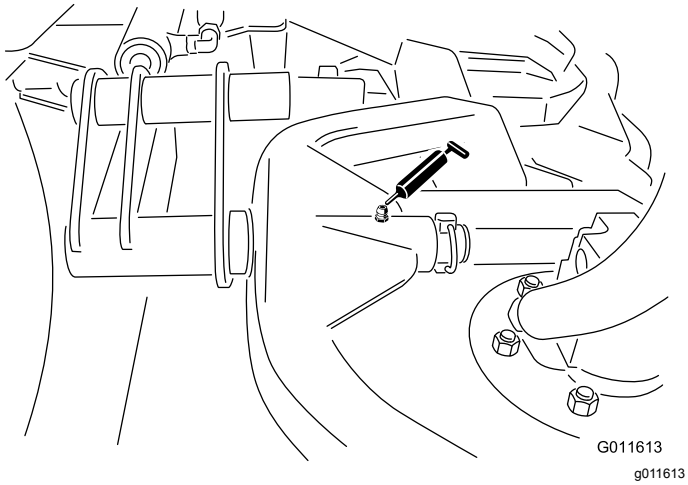

**Figur 45**
- Klippeenhedernes bæreramme (1 hver) (Figur 45)